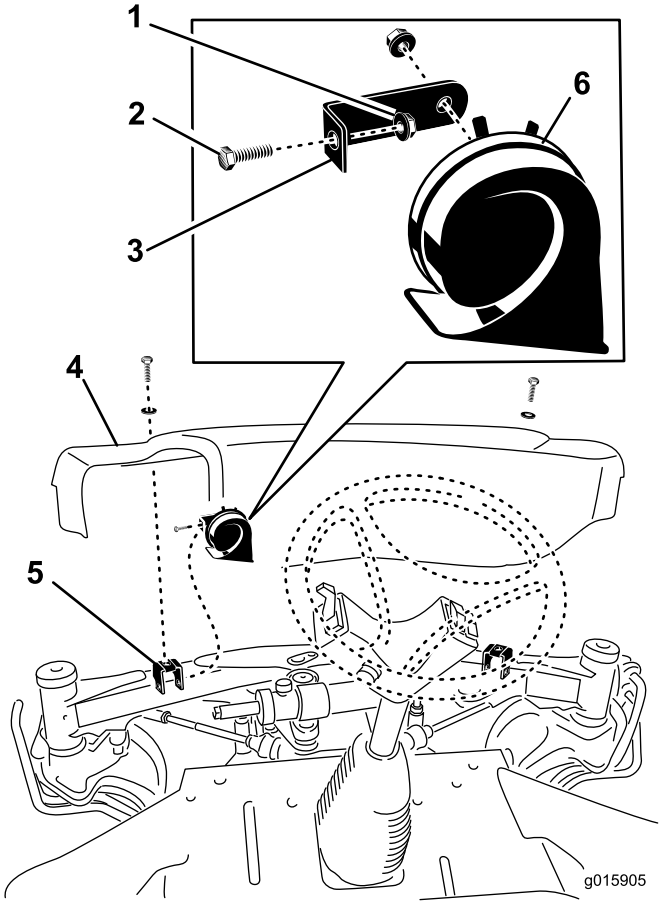

Figura 8
1. Retire los 2 tornillos y las arandelas que sujetan la cubierta delantera a los soportes del eje delantero (Figura 8). Retire la cubierta delantera.
2. Monte el soporte del claxon en el soporte de montaje de la cubierta izquierda con el tornillo de 5/16 x 3/4 pulgada y la tuerca con arandela prensada de 5/16 pulgada (Figura 8).